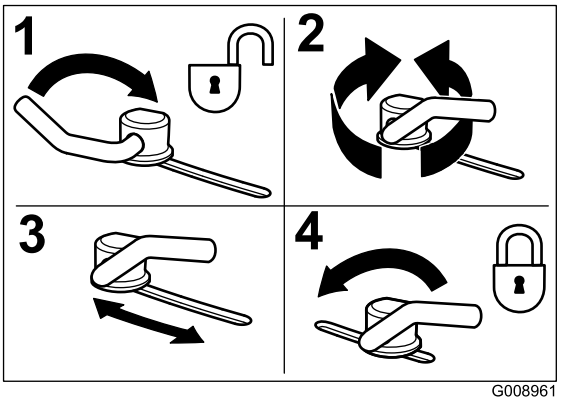

Figura 31
3. Para ajustar los bloqueos de leva, levante la palanca para aflojar el bloqueo de leva (Figura 31).
5. Devuelva la palanca a su posición original para apretar el deflector y los bloqueos de leva (Figura 31).